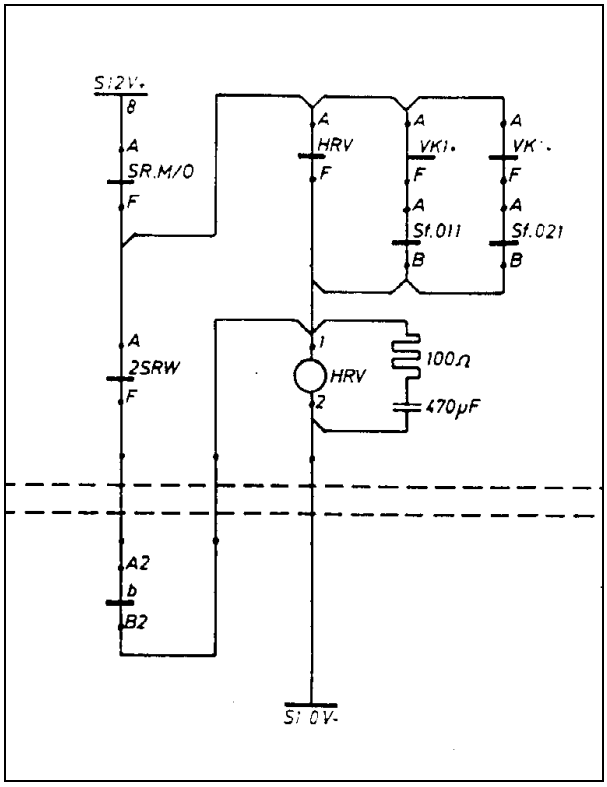

*Figur 12.58 HRV-relé*
Et veisikringsanlegg som er satt i signalavhengighet til et sikringsanlegg, og med beliggenhet mellom utkjørsignalene, må være utstyrt med HRV-relé (hjelperelé for vegsikringsanlegg). Dette reléet styrer det grønne lyset i utkjørsignalene. Etter prinsippet om at signaler skal kun vises ved hjelp av tiltrukket relé, må HRV være tiltrukket for at utkjørsignalet skal vise kjør (se Figur.12.58). Det samme prinsippet gjelder også for planovergangssignalet (W), altså tiltrukket SRW før det kan vises hvitt lys i W-signalet.